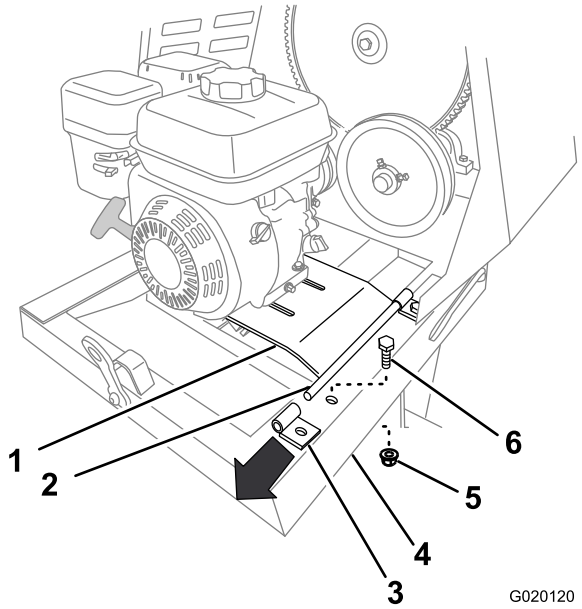

Figure 59
7. Retirez le boulon et l'écrou qui fixent le support arrière de la charnière de plancher moteur au cadre de la machine (Figure 59).
8. Soulevez le bord arrière du plancher moteur et déposez le support de charnière (Figure 59).
6. Fixez le support arrière au cadre de la machine avec le boulon et l'écrou (Figure 59) retirés à l'opération 7 de Dépose du moteur (page 38).